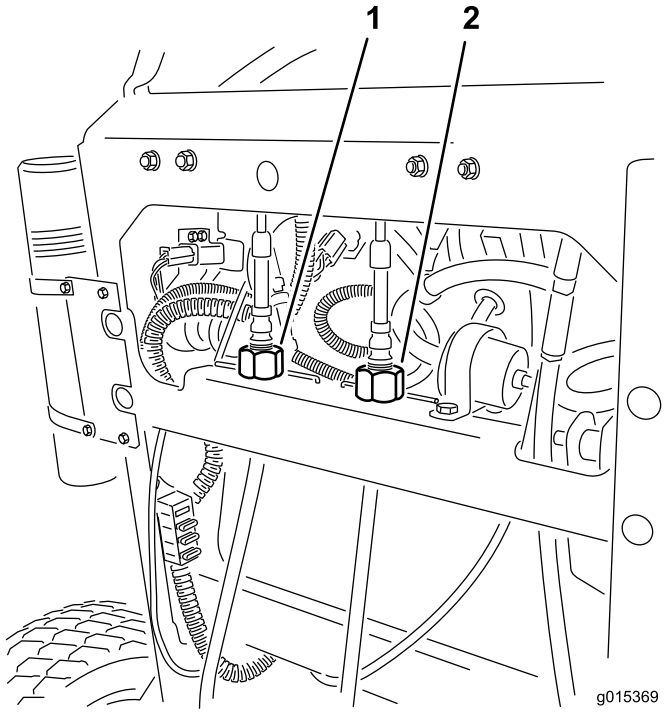

Figura 57
4. Ruotate il dispositivo di regolazione del cavo destro in modo da posizionare il comando di movimento destro al centro della fessura di blocco in folle del pannello di controllo (Figura 57).